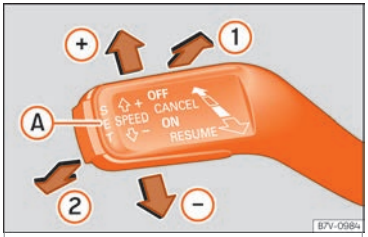

Fig. 49 Left of the steering column: CCS switch and controls.
- Connect CCS: set the lever to position **ON** (1) ››› Fig. 49. The system switches on but it does not control the speed as no speed has been programmed.
- Enable CCS: press button **SET** (A) ››› Fig. 49. It memorises and maintains the current speed.
- Disconnect CCS temporarily: move the lever to **CANCEL** (2) ››› Fig. 49 and release it or step on the brake or clutch. The cruise control system is switched off temporarily.
- Connect CCS again: move the lever to **RESUME** (1) ››› Fig. 49 and release. The memorised speed is saved and controlled again.
- Disconnect the CCS: turn the key to the **OFF** (2) ››› Fig. 49 position. The system is disconnected and the memorised speed is deleted.